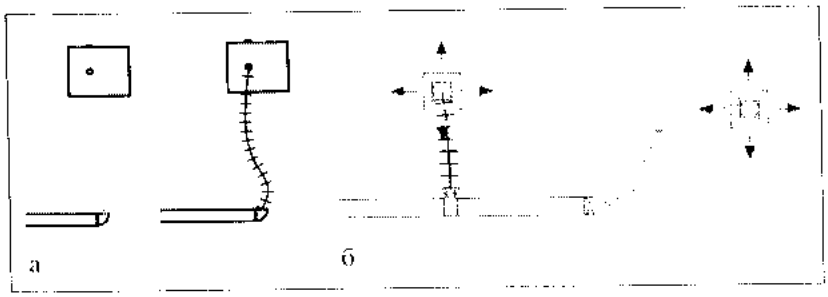

Рис. 39.13. *Рисование гибких трубопроводов*
4. На виде в плане в области чертежа задать траекторию размещения гибкого трубопровода/воздуховода. Конечную точку траектории указать на соединителе в месте назначения (другой сегмент, компонент механического устройства или фитинг трубы) (рис. 39.13).